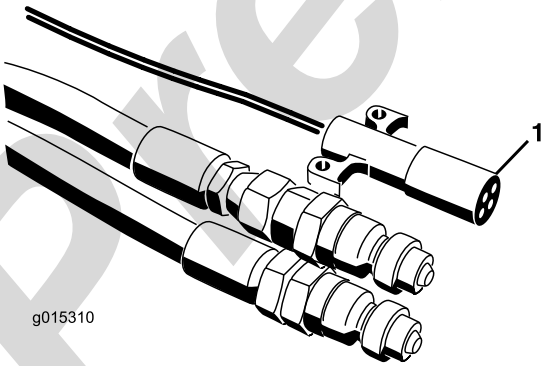
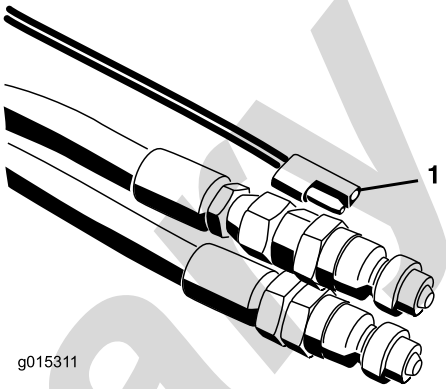

Rysunek 18
Rysunek 19
7. Podłącz wiązkę zasilania do pojazdu holowniczego (Rysunek 18 & Rysunek 19). W przypadku modeli SH umieść kasetę sterowniczą włączania/wyłączania w zasięgu fotela kierowcy. Upewnij się, że przełącznik jest włączony.